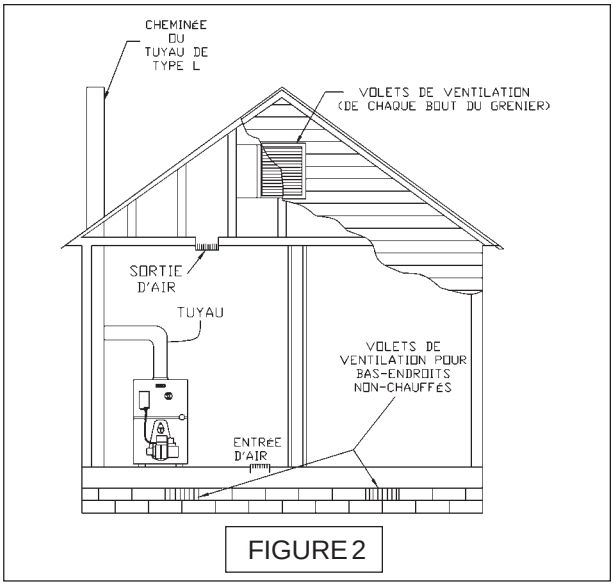

FIGURE 2
A. Quand la communication est directe avec l'extérieur, chaque ouverture doit avoir une aire libre minimum de 1 pouce carré par 4,000 BTU par heure du taux d'entrée total de tous les appareils qui sont dans l'espace clos. Voir la figure 2, ci-dessus.